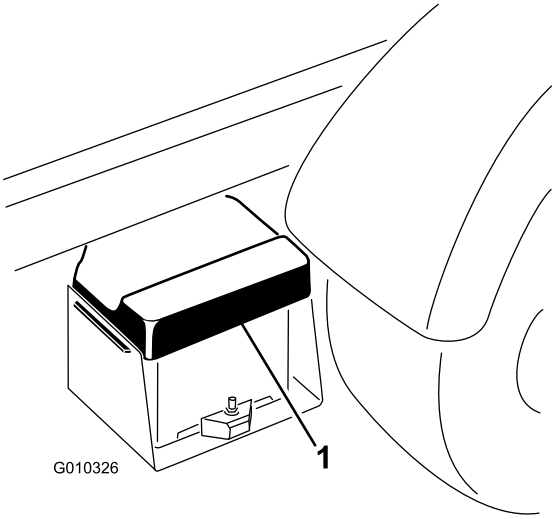

Figur 48
1. Klem på batteridækslet for at løsne tapperne fra batteribundpladen. Fjern batteriet fra batteribundpladen (Figur 48).